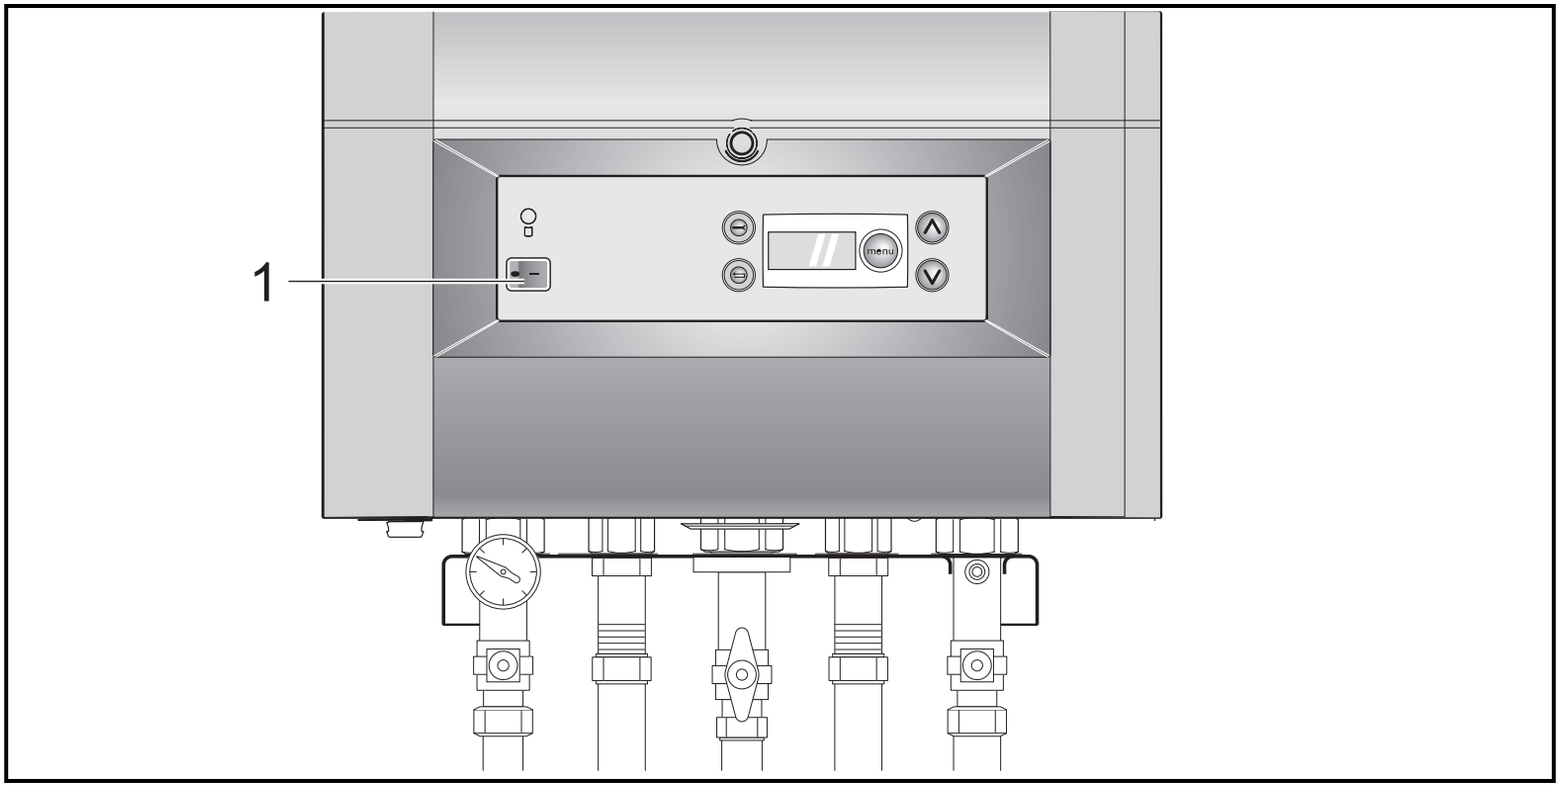

Figura 1 DBA – Interruptor de funcionamiento
- Ponga el aparato fuera de servicio colocando el interruptor de funcionamiento en la posición "0" (figura 1, pos. 1).